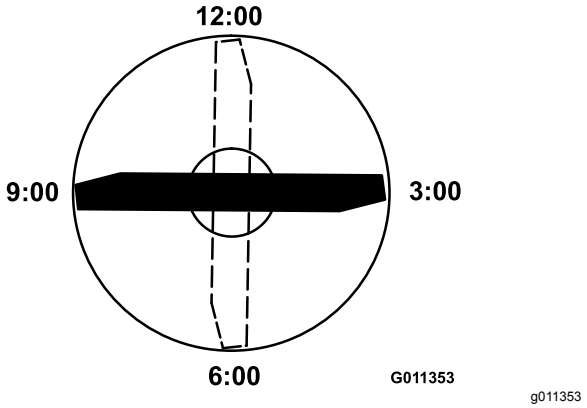

Figuur 86
4. Plaats de snijrand van het gemarkeerde uiteinde van het mes op 12 uur (recht vooruit in de maairichting) (Figuur 86) en meet de hoogte vanaf de tafel tot het snijvlak van het mes.
5. Draai het gemarkeerde uiteinde van het mes naar 3 uur en naar 9 uur (Figuur 86) en meet de hoogte.